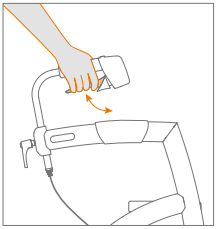

Figuur 22: Van parkeerrem halen.
d. Wilt u de rollator van de parkeerstand halen? Knijp de handremmen nogmaals in en laat ze weer los **(Figuur 22)**. Nu is de parkeerstand opgeheven.